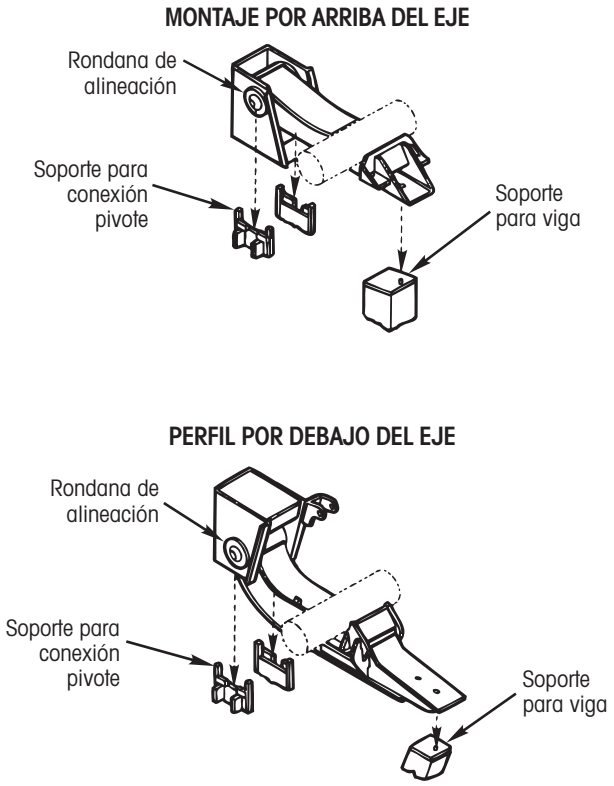

Figura 11. Instalación de percha y viga
- **Vigas y Perchas Pre-Ensambladas** — (consulte la Figura 11). Baje el ensamble de percha y viga en el soporte de conexión pivote y el eje. Los lados de la percha se deslizarán hacia abajo en el soporte de conexión pivote y serán soportados por las rondanas de alineación (Figura 11). El asiento de eje de las vigas descansará en la parte superior del eje. Repita el procedimiento en el ensamble de percha y viga restante.